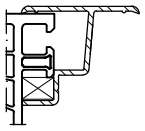

Abb. 3 Abdeckprofil **A054** mit Distanzklotz
Dämmteil **I032** (Abb. 3):
3. Fixieren Sie die Position mit geeigneten Spannvorrichtungen ggf. auch mit Distanzklötzen (Abb. 3).